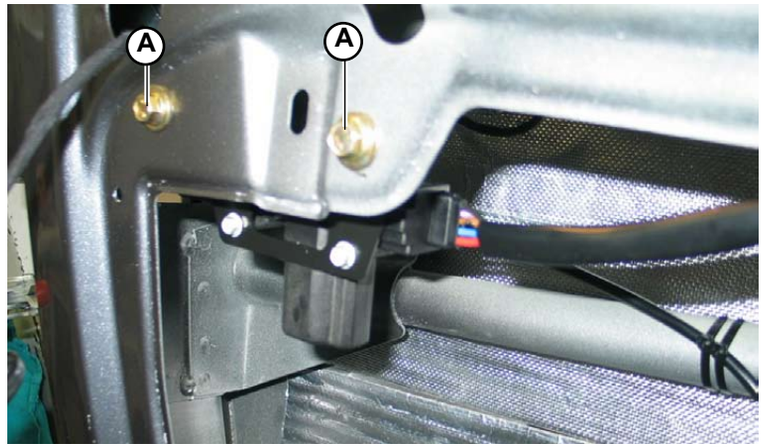

Fig.5
1. Secure the actuator to the door using the 2 screws (**A-Fig.5**).